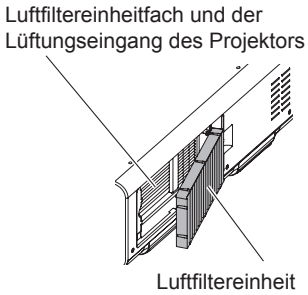

Abb. 3
- Wenn Sie die Luftfiltereinheit herausgezogen haben, entfernen Sie, falls vorhanden, große Fremdkörper und Staub aus dem Fach der Luftfiltereinheit und aus dem Lüftungseingang des Projektorgehäuses. **(Abb. 3)**